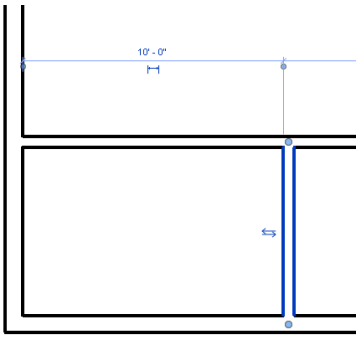

Figure 3-64 *The adjusted inner wall distance*
4. Now, click temporary dimension on the left, enter the value **10'(3048 mm)**, and then press ENTER; the interior wall is moved to the desired distance 10'-0" from the interior face of the exterior wall, as shown in Figure 3-64.